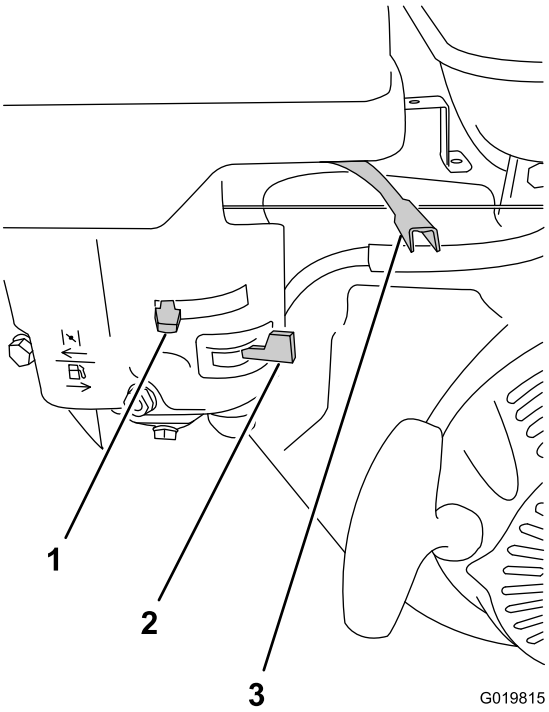

Figura 33
1. En el motor, mueva la palanca del acelerador 1/3 de la distancia entre la posición MIN y la posición MAX (Figura 33); consulte Palanca del acelerador (página 14).
2. Mueva la palanca de la válvula de combustible a la derecha, a la posición de totalmente Abierto (Figura 33); consulte (Válvula de combustible (página 13)).
- Para arrancar un motor frío, mueva la palanca del estárter a la izquierda, a la posición de totalmente Cerrado (Figura 33); consulte Palanca del estárter (página 14).
4. Gire el interruptor del motor a la posición de Encendido (Figura 33); consulte (Interruptor de Encendido/Apagado del motor (página 14)).
1. Asegúrese de que la palanca del estárter está en la posición de Desactivado (Figura 33); consulte Palanca del estárter (página 14).
2. Mueva la palanca del acelerador a la posición MIN (Figura 33); consulte Palanca del acelerador (página 14).